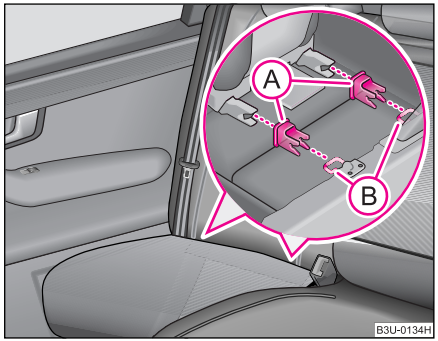

Fig. 124 Inelele de prindere (sistemul ISOFIX)
– Elementul de prindere (A) se introduce în inelele (B) existente la baza îmbinării spătarului scaunului cu perna ⇒ fig. 124.